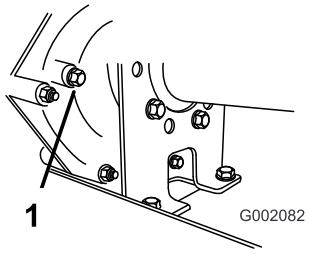

Figuur 64
2. Verwijder de bout uit het peilgat (Figuur 64).